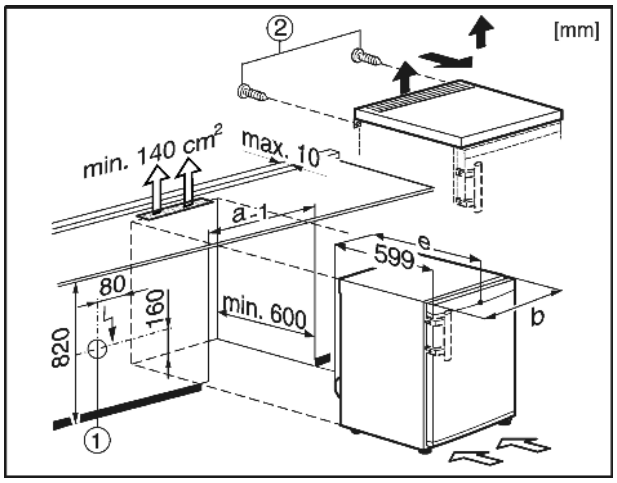

Fig. 9
With such installations, the plug *Fig. 9 (1)* must not be located behind the appliance and must be easily accessible.
▶ Remove the screws *Fig. 9 (2)* from the rear side.